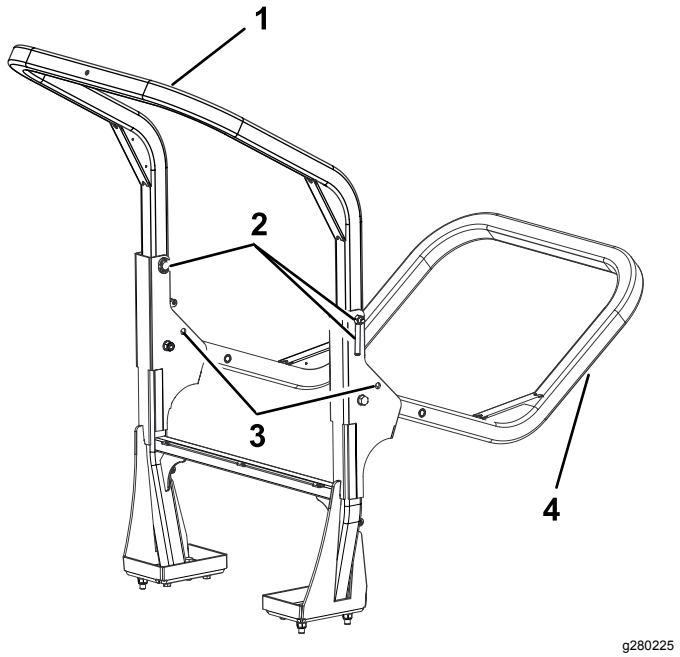

Figuur 27
2. Ondersteun het gewicht van het bovengeraamte van de rolbeugel terwijl u de borgpennen en de gaffelpennen uit de scharnierhouders verwijdert (Figuur 27).